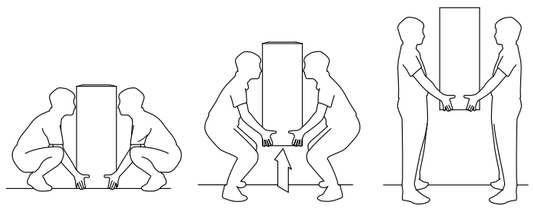

Fig. 1
3. When handling or lifting always use safe techniques - keep your back straight, bend your knees. Don't twist - move your feet, avoid bending forwards and sideways and keep the load as close to your body as possible (Fig. 1).